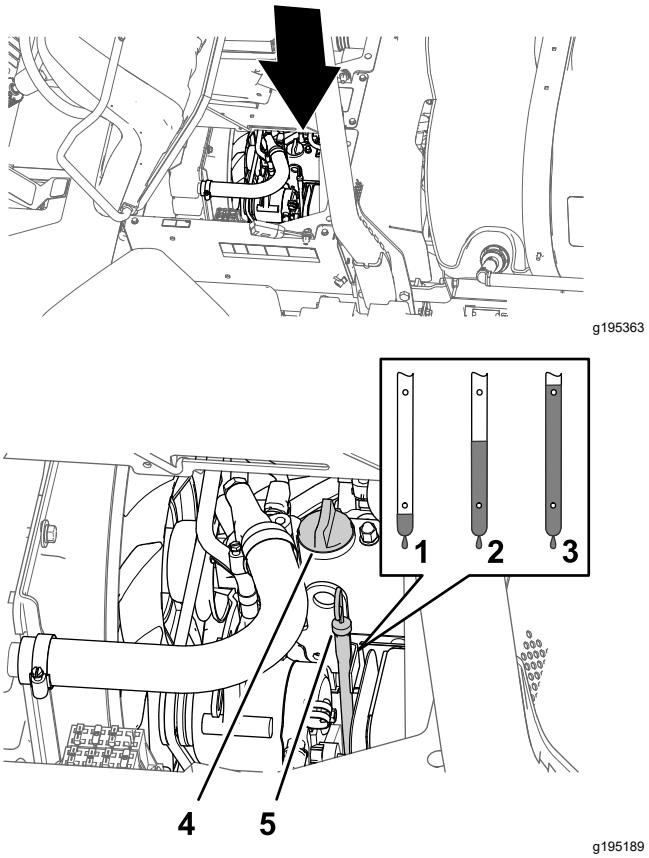

Figuur 75
2. Verwijder de peilstok die zich onder de passagiersstoel bevindt en veeg hem af met een schone doek (Figuur 75).
3. Als het oliepeil te laag is, moet u de vuldop losmaken van het klepdeksel (Figuur 75) en olie in de vulbuis gieten totdat het peil de Vol-markering op de peilstok bereikt.
4. Plaats de olievuldop (Figuur 75).
5. Plaats de peilstok weer stevig op zijn plaats (Figuur 75).